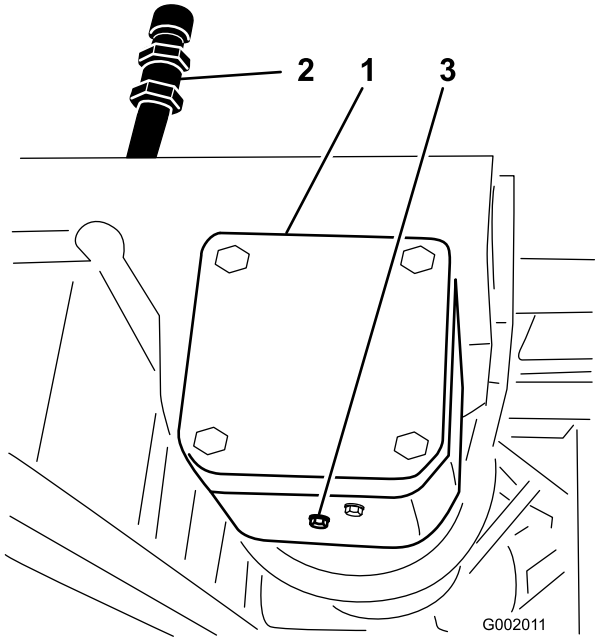

Figur 70
2. Placer en bakke under aftapningsproppen på pumpedrevets gearkasse (Figur 70).
3. Afmonter påfyldningsproppen og aftapningsproppen (Figur 70), hvilket gør det muligt at aftappe olien i bakken.